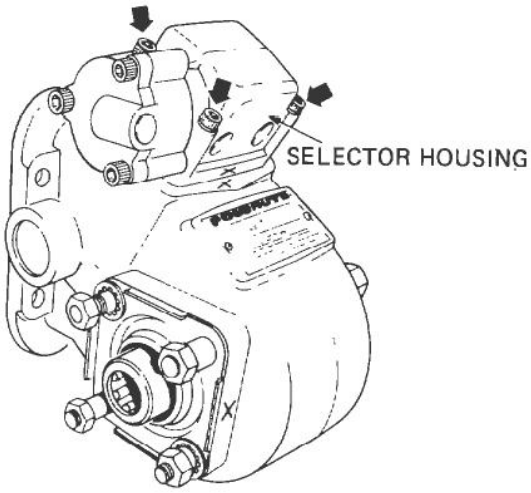

Figure 1 Socket Head Bolt Location
c. Remove the four socket head bolts securing the selector housing to the PTO and remove the selector housing (Figure 1).